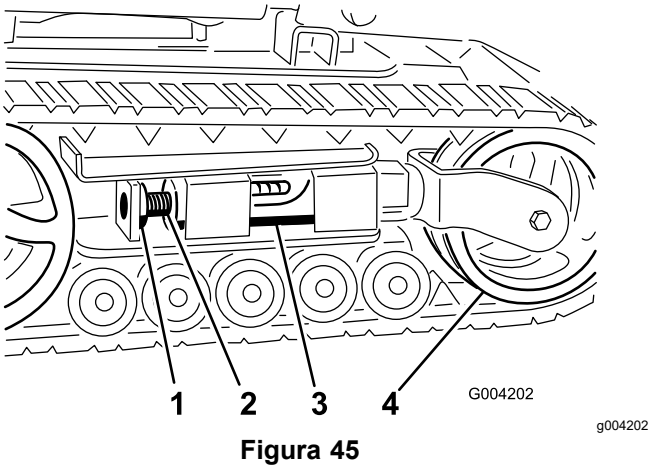
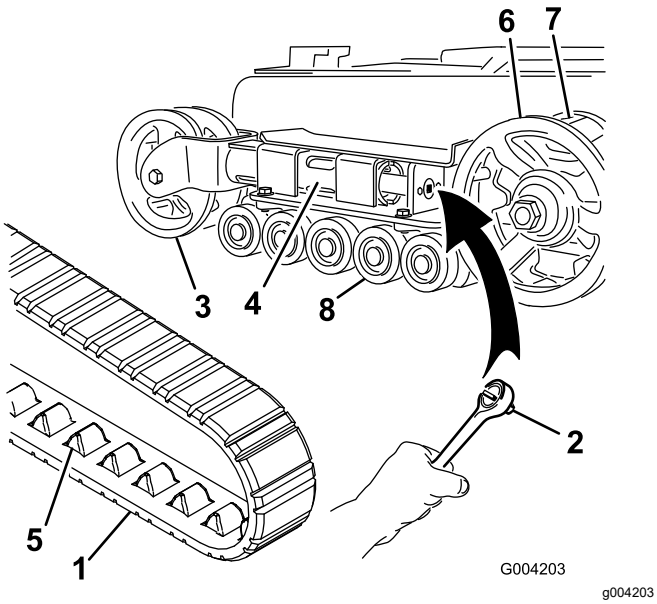
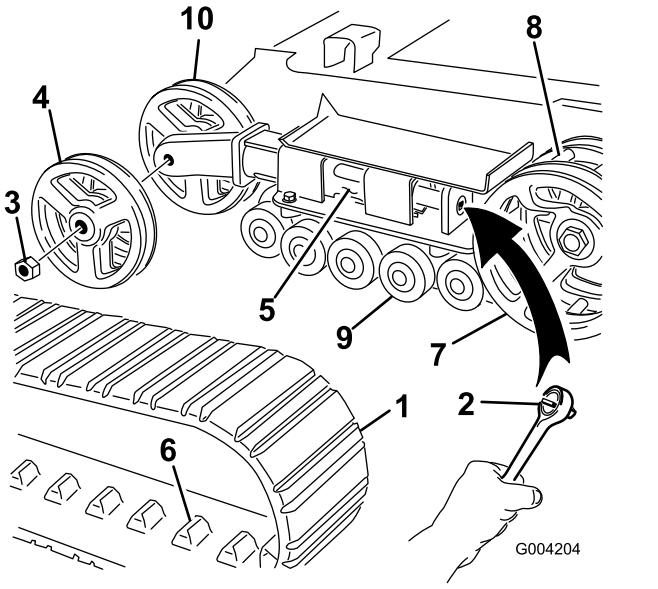

Figura 45
Figura 46
Figura 47
4. Retire el perno de bloqueo y la tuerca (Figura 45).
6. Alinee la muesca más próxima del tornillo tensor con el taladro del perno de bloqueo, y fije el tornillo con el perno de bloqueo y la tuerca (Figura 45).
Nota: Tiene orugas estrechas si las ruedas de tensión delanteras están montadas dentro de una horquilla en el extremo del tubo de tensión (Figura 46).
5. Usando una llave de carraca de ½", alivie la tensión en la oruga girando el tornillo tensor en sentido horario (Figura 45 y Figura 46).
6. Empuje la rueda tensora hacia la parte de atrás de la unidad de tracción para mover el tubo tensor contra el bastidor (Figura 46).
8. Cuando haya retirado la oruga de la rueda tensora, retírela del piñón de arrastre y de las ruedas de rodaje (Figura 46).
9. Empezando en la rueda motriz, pase la oruga nueva alrededor de dicha rueda, asegurándose de que los salientes de la oruga encajen entre los dientes del piñón (Figura 46).
10. Empuje la oruga por debajo de y entre las ruedas de rodaje (Figura 46).
Nota: Tiene orugas estrechas si las ruedas de tensión delanteras están montadas en los laterales del extremo del tubo de tensión (Figura 47).
5. Usando una llave de carraca de ½", alivie la tensión en la oruga girando el tornillo tensor en sentido horario (Figura 45 y Figura 47).
6. Empuje la rueda tensora hacia la parte de atrás de la unidad de tracción para mover el tubo tensor contra el bastidor (Figura 47).
7. Retire la tuerca que fija la rueda tensora exterior y retire la rueda (Figura 47).
8. Retire la oruga (Figura 47).
9. Retire la tuerca que fija la rueda tensora interior y retire la rueda (Figura 47).
13. Instale la rueda tensora interior y fíjela con la tuerca que retiró anteriormente (Figura 47).
15. Instale la oruga nueva, asegurándose de que los salientes de la oruga encajen entre los dientes del centro la rueda motriz (Figura 47).
16. Instale la rueda tensora exterior y fíjela con la tuerca que retiró anteriormente (Figura 47).
6. Coloque el tapón engrasado sobre la cabeza del perno (Figura 46).
7. Sujete el tapón de la rueda de rodaje con la anilla a presión (Figura 46).